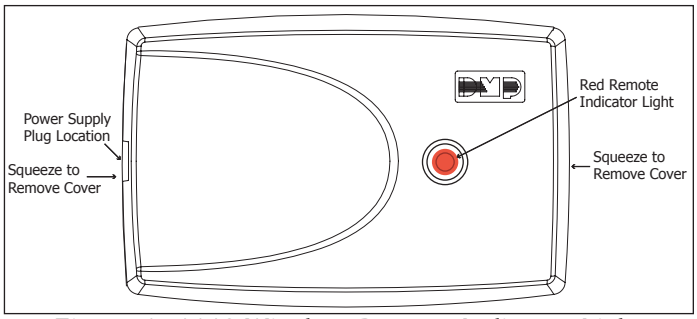

Figure 1: 1118 Wireless Remote Indicator Light
1. Squeeze the cover left and right sides together to remove. Lift the cover up and away from the base to avoid damage to the Red LED. See Figure 1.
1. Squeeze the left and right cover sides together to remove. See Figure 1.